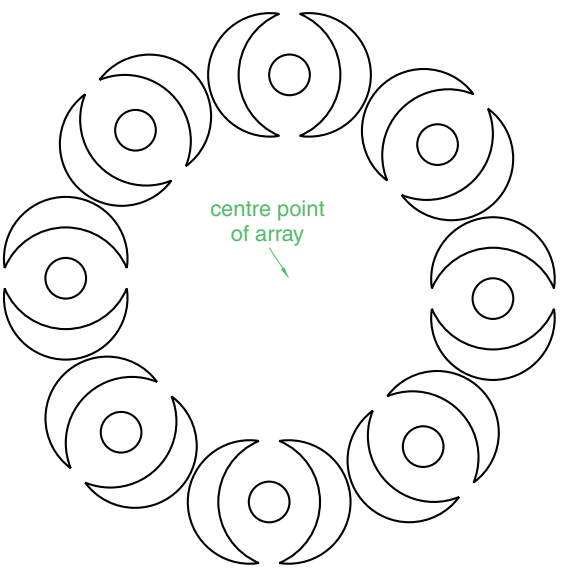

Fig. 5.22 Second example – **Array**
Second example – Polar Array (Fig. 5.22)
4. The dialog reappears. *Click* its **Preview**< button, the array appears with its warning dialog; if satisfied with the result, *click* the **Accept** button of this dialog (Fig. 5.22).